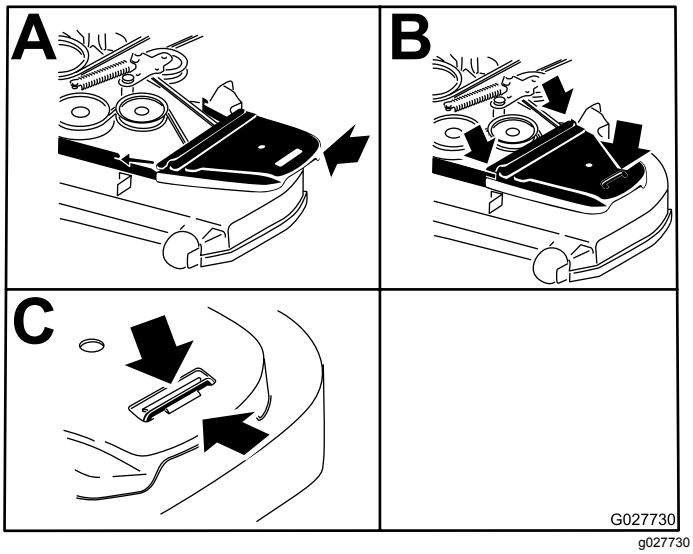

**Figur 62**
12. Monter remskærmene (Figur 62).